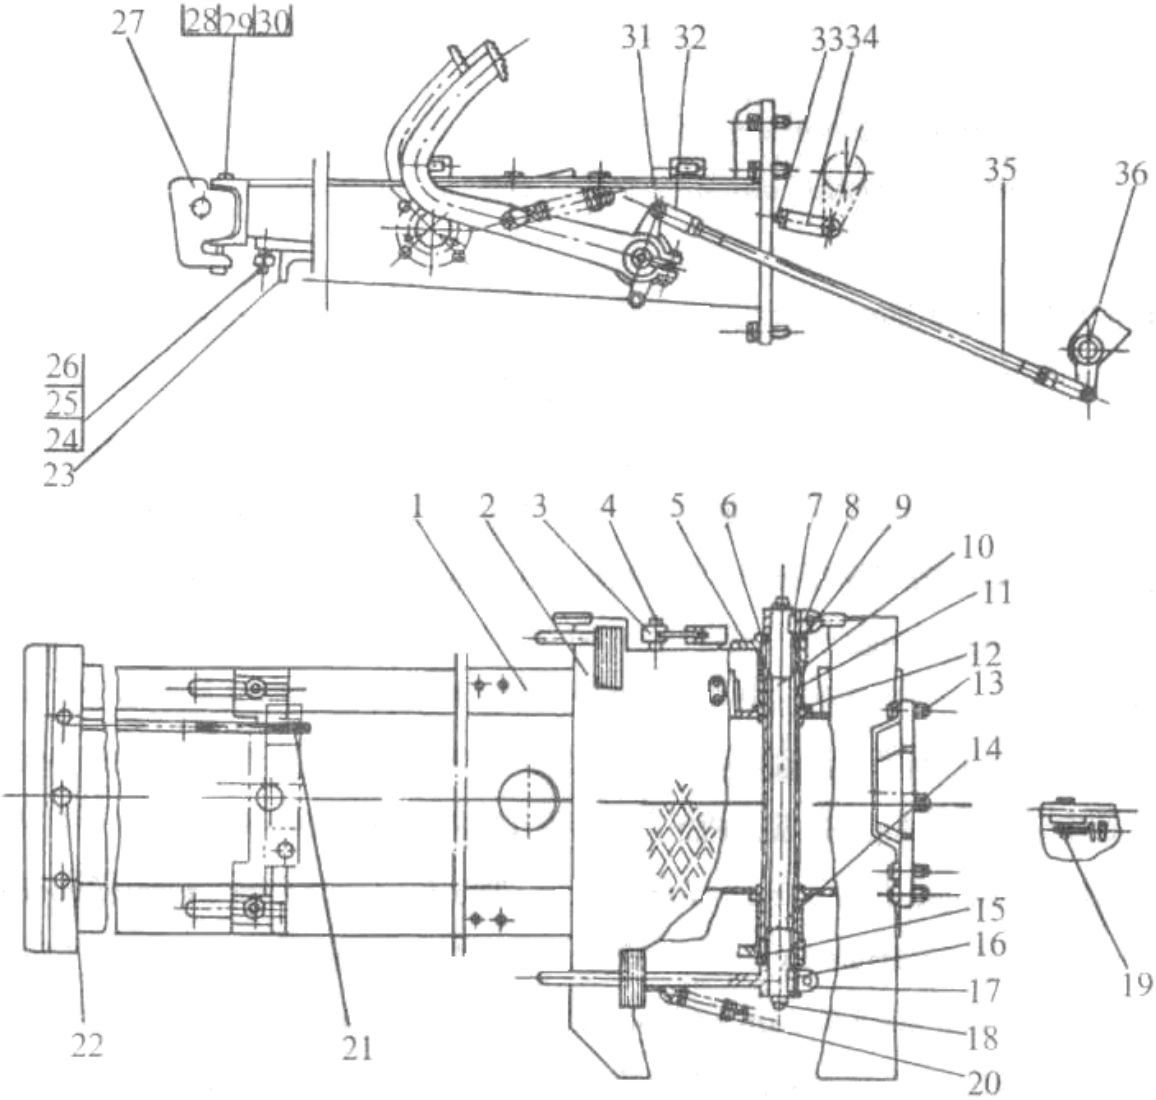

Рис. 3-15 Элементы управление, рама и передний балласт.
1. Стальной соединитель без переднего фиксатора: (рис. 3-15)